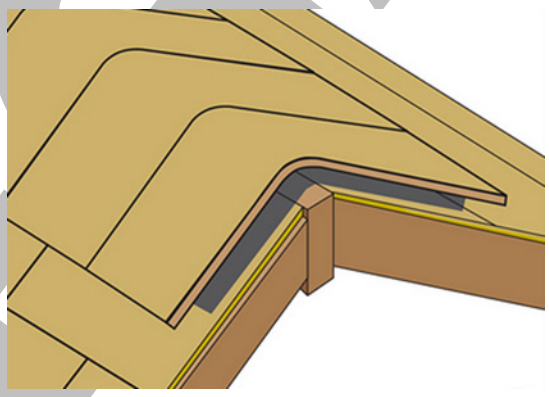

Figure 9. Ridge Cap Shingles Installed Post Shear-X™ Installation
6.4.6 Install the ridge cap shingles according to shingle manufacturer's instructions (Figure 9).